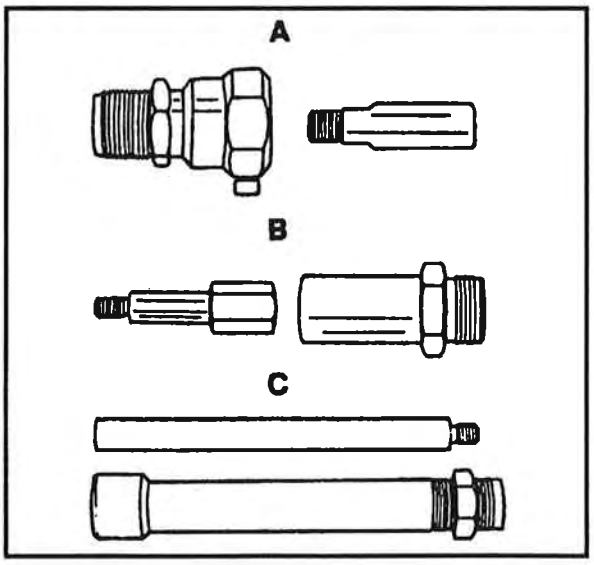

Figure 6-38. Adapters (CherryMAX rivets)
See Figure 6-38. The 704A6 adapter (A) fits either the G-701 or G-704 CherryMAX riveter to permit the use of H9040 pulling heads for installation of MS-type blind rivets. The 704A9 adapter (B) fits either